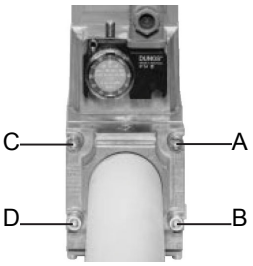
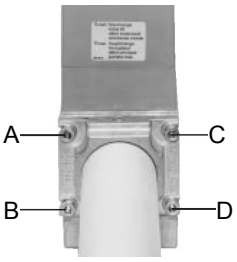

Fig. 6
Fig. 7
1. Allentare le viti A e B **non** svitare (Fig. 6 e Fig. 7).
2. Svitare le viti C e D (Fig. 6 e Fig. 7).